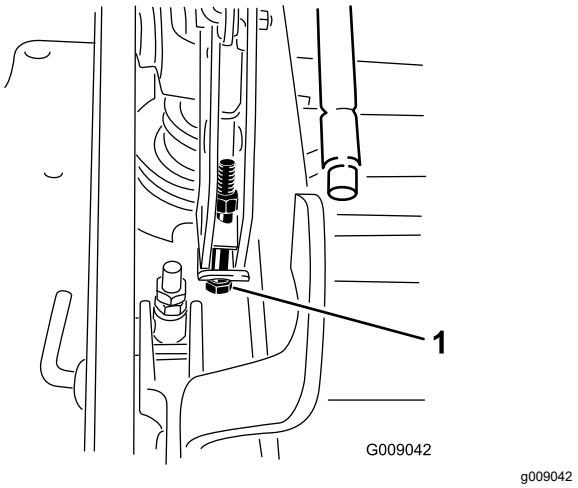

Figura 80
13. Se a plataforma estiver demasiado baixa, aperte o parafuso de ponto único de ajuste rodando-o no sentido dos ponteiros do relógio. Se a plataforma estiver demasiado alta, desaperte o parafuso de ponto único de ajuste rodando-o no sentido contrário ao dos ponteiros do relógio (Figura 80).